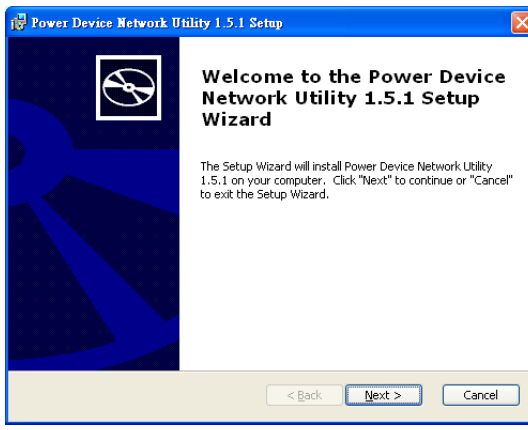

Figure 1.
Step 2. Select Next in the software wizard (Shown in Figure 1.).